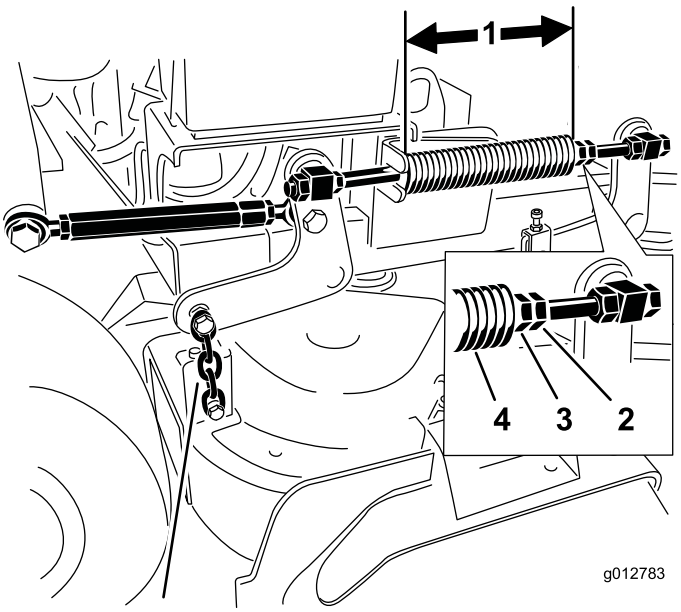

**Figuur 89**
2. Controleer de lengte van de drukveer. De nominale lengte bedraagt 28,2 cm voor maaidekken van 91 cm en 25,7 cm voor maaidekken van 102 cm (Figuur 89).
3. U kunt deze afstand instellen door de contramoer van de veer los te draaien en vervolgens te draaien aan de moer op de voorkant van elke veer (Figuur 89).
4. U borgt de moer in deze stand door de contramoer van de veer vast te draaien (Figuur 89).